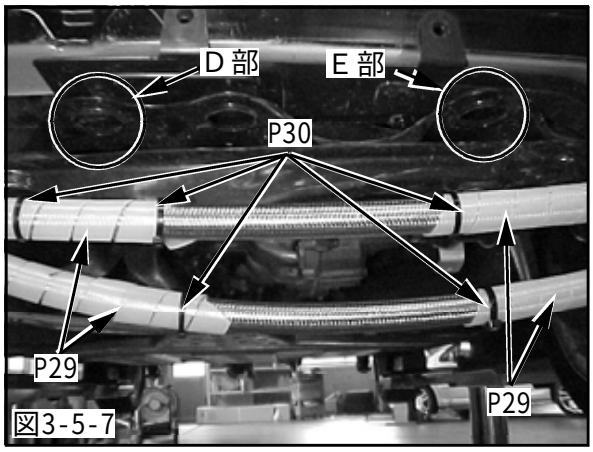
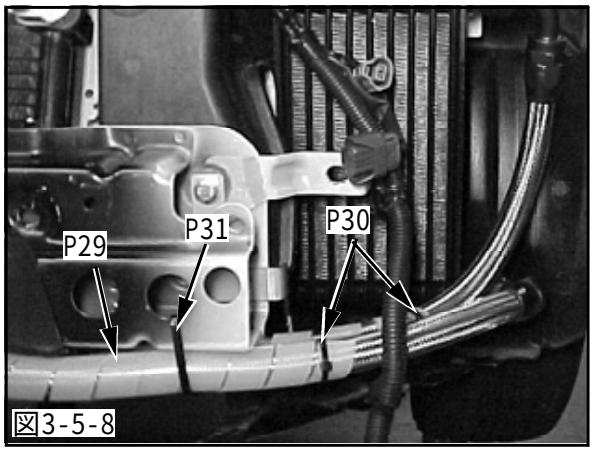

図3-5-7
図3-5-8
(6) タイラップ(大)を使用して、オイルクーラホース②,オイルクーラホース③を図3-5-7 D部,E部およびフロントクロスメンバに固定してください。
(図3-5-7,図3-5-8)(P29,P30,P31)